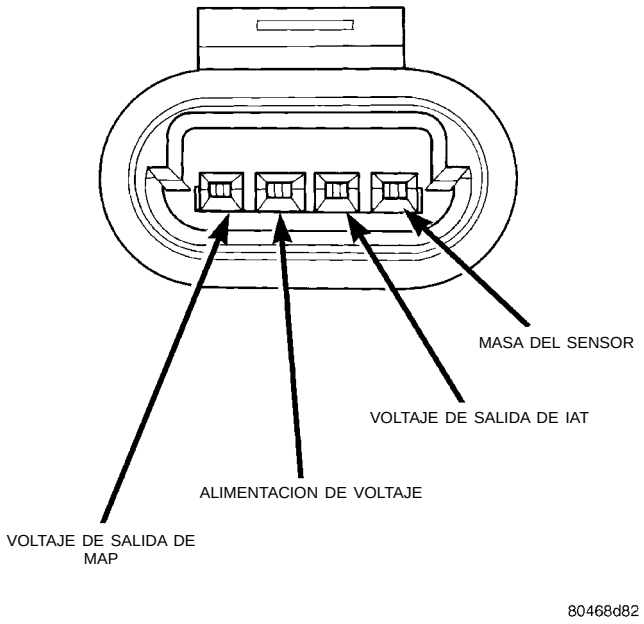

Fig. 81 Conector del sensor de MAP
(1) Pruebe el voltaje de salida del sensor de MAP entre los terminales 1 y 4 del conector del sensor de MAP (Fig. 81). Coloque el interruptor de encendido en la posición ON. El motor no debe estar en marcha. En estas condiciones, el voltaje de salida debe ser de 4 a 5 voltios. El voltaje deberá caer entre 1,5 y 2,1 voltios en condiciones de ralentí y calor. Si el resultado es satisfactorio, continúe con el paso siguiente. De lo contrario, continúe con el paso 3.
(2) Pruebe si el terminal 36 del PCM muestra los mismos valores de voltaje detallados en el paso anterior con el objeto de verificar el estado del mazo. Repare lo necesario.